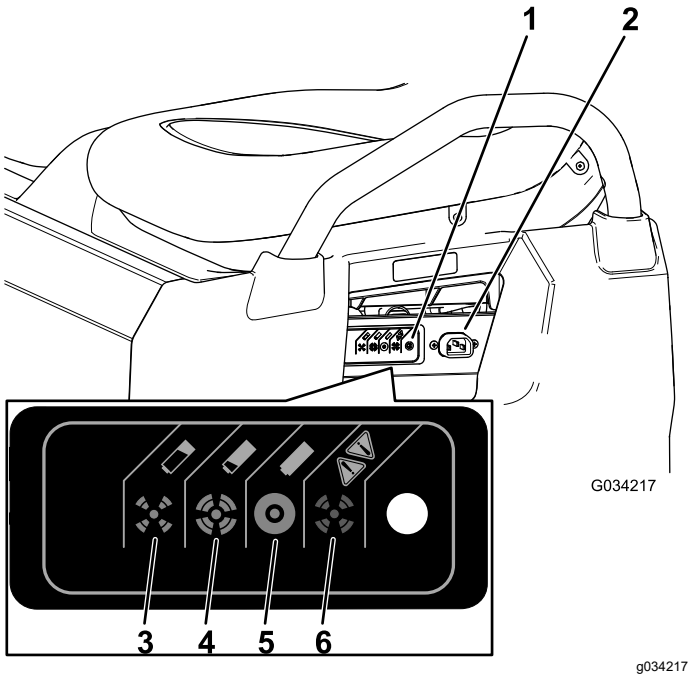

Figura 36
3. Ligue um cabo de carregador **de nível 16 (ou de diâmetro maior), 2,5 m ou mais curto** ao recetáculo de carregamento na máquina (Figura 36).
Consulte a tabela seguinte e Figura 36 para informação dos significados das diversas cores da luz indicadora de carga.